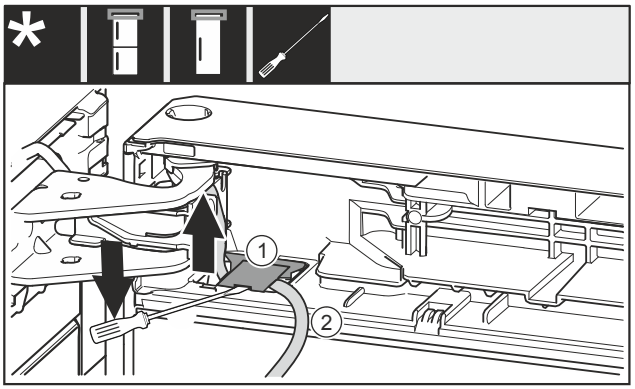

Fig. 20
- ▶ Met een platte schroevendraaier de afdekking *Fig. 20 (1)* optillen en wegtrekken.
- ▶ Kabel *Fig. 20 (2)* uittrekken.